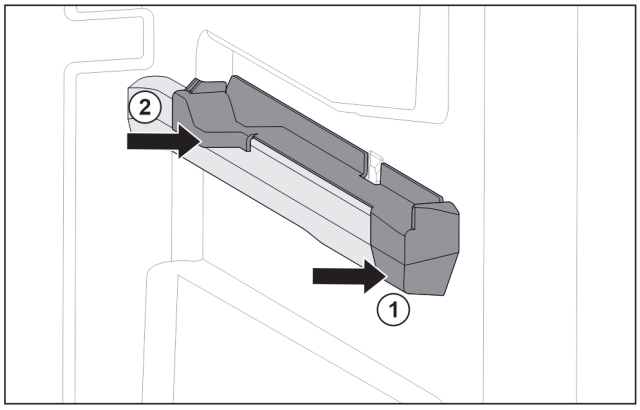

Fig. 103 Вставная часть на правом контейнерном ребре
▶ Наденьте вставную часть спереди на контейнерное ребро. *Fig. 103 (1)*
▶ Нажмите на вставную часть сзади. *Fig. 103 (2)*